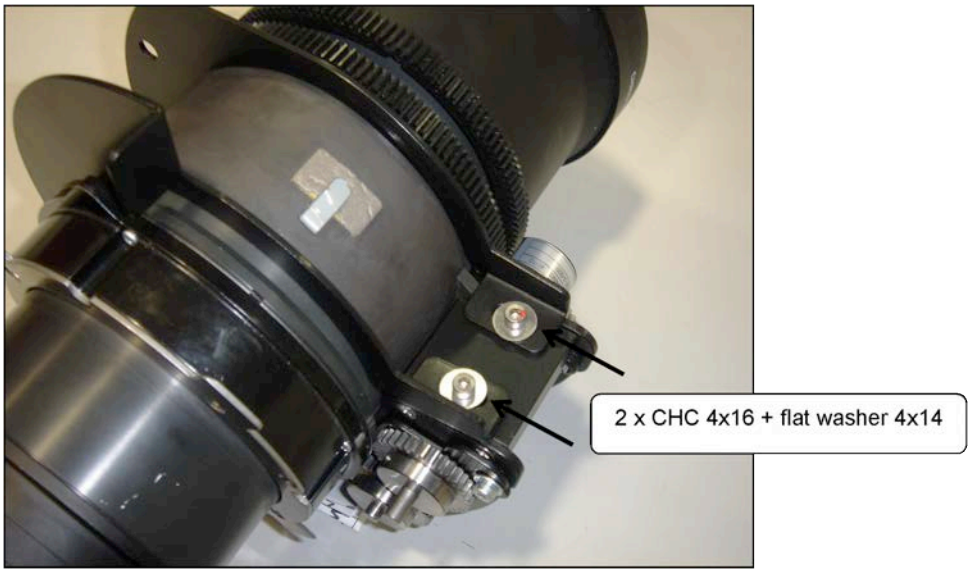

Figure 3-10 Fasten motor arms
7. Close the motor set arms and fasten them with the hardware shown In ***Figure 3-10***.